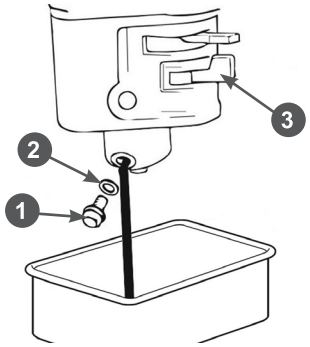

Рис. 31 Обслуживание фильтра-отстойника
1. Установите рычаг топливного крана 3 (Рис. 31) в положение «ЗАКРЫТО».
3. Открутите болт 1 сливного отверстия и слейте топливо из поплавковой камеры карбюратора (Рис. 31).
1. Слейте топливо из топливного бака и карбюратора (Рис. 31).